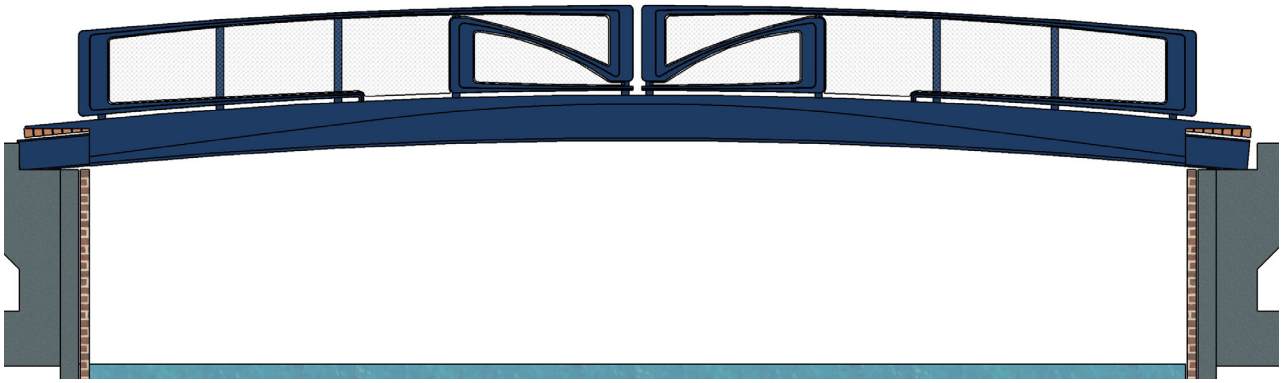

figuur 2.8: aanzicht langzaamverkeersbruggen
- de letters komen in de zone te liggen zoals aangegeven in figuur 2.8 en 2.9